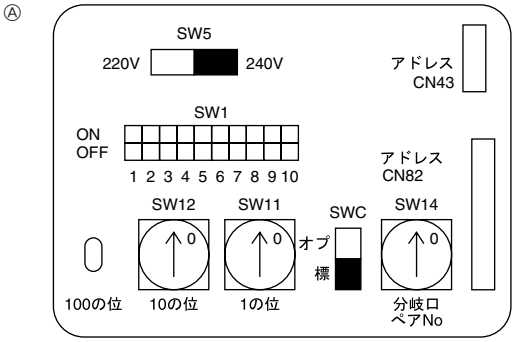

Fig. 6-4
6.3. Configuration des adresses (Fig. 6-4)